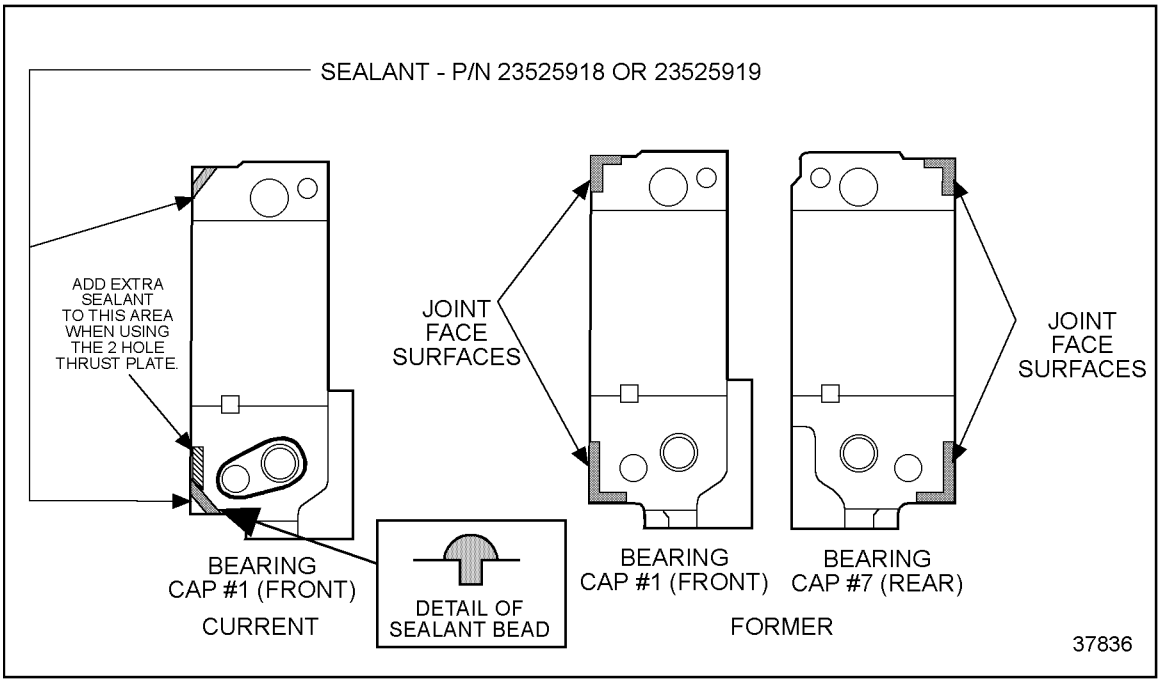

Figure 1-391 Gasket Eliminator Application
11. Apply a continuous 1.6 mm (1/16 in.) bead of DDC gasket eliminator part number 23523064, or equivalent, to the joint face surfaces of the No. 1 and 7 camshaft caps. The bead must extend to the front edge of both caps. See Figure 1-391.